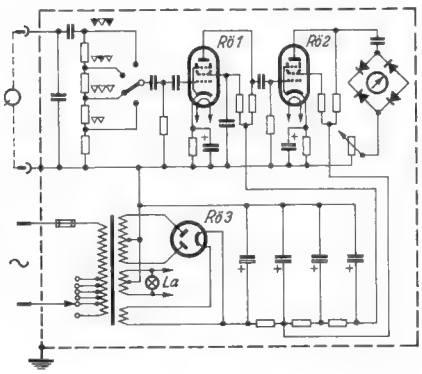

Bild 2. Vereinfachtes Schaltbild des Rauhigkeits-Prüfgerätes PR 9150
1. *Der Meßeinrichtung*, die über einen Spannungsteiler an die verschiedenen Rauhigkeitsklassen angepaßt werden kann *(Bild 2)*. Diesem Eingangs-Spannungsteiler folgt ein Verstärker, der das Signal verstärkt, die Bewegungsfrequenz aussiebt und die Rauhigkeitsfrequenzen gleichrichtet. Diese gleichgerichteten, der Rauhigkeit proportionalen Spannungen werden einem Anzeigeinstrument zugeleitet, auf dessen Skala die Rauhigkeitmeßwerte in linearer Teilung ablesbar sind. Die Skala enthät außerdem Bezugslinien für die verschiedenen in der Tabelle angegebenen Durchmessergruppen: